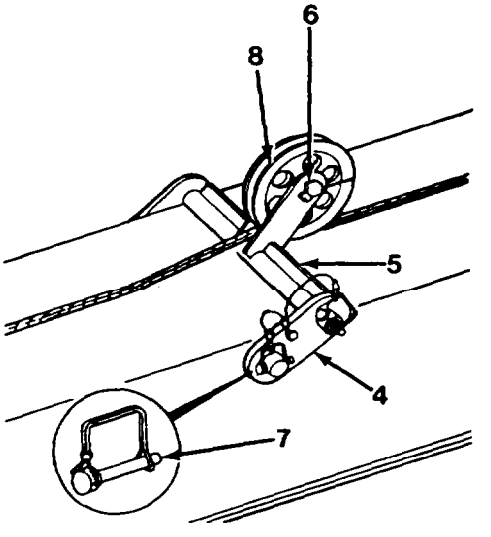

Figure 5-8 *Sheaves*
5. Remove toggle sheave brackets (5) and attaching links (4) from boom (Figure 5-8) as follows:
a. Remove two pins (6) and sheaves (8) from toggle sheave brackets (5). Stow sheaves (8) in tool box. Remove cable from bracket (5) and restow pins (6) in brackets (5).
b. Remove lynch pins (7) and attaching links (4) from studs on top of boom.
c. Remove cable from between ears and remove toggle sheave brackets (5).